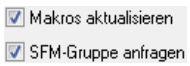

Bild 28.36 – Die Option *SFM-Gruppe anfragen*
- Dadurch wird die Option *SFM-Gruppe anfragen* frei geschaltet. Aktivieren Sie sie (Abb. 28.36).